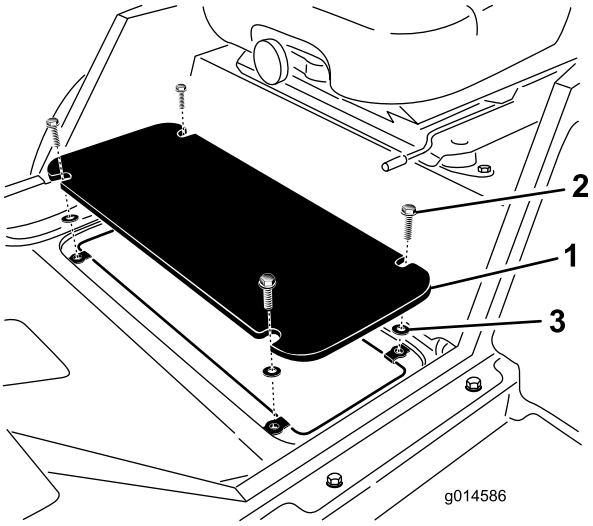

Figura 7
1. Rimuovete i (4) bulloni che fissano il pianale al telaio (Figura 7).